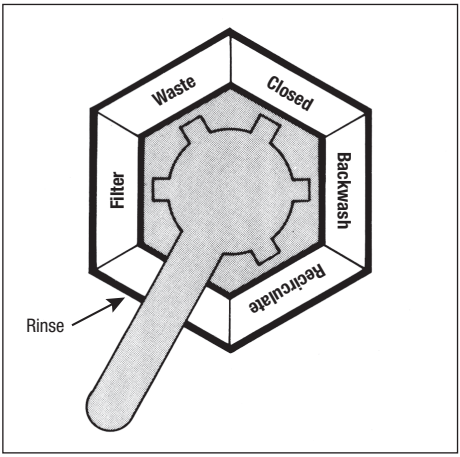

Figura 8. Posiciones de la manija de la válvula desviadora
1. El caudal de agua a través de un filtro de TD se controla mediante una válvula de retrolavado opcional o una válvula desviadora de dos (2) o tres (3) puertos.
2. La manija en la parte superior de la válvula de retrolavado o la válvula desviadora se puede colocar en diferentes posiciones. La función de cada posición se describe a continuación (consulte la Figura 8).
5. Consulte la Figura 8 para conocer la disposición de las rejillas en el conjunto de rejillas del filtro.